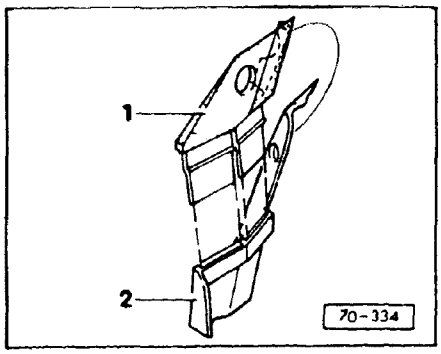

Fig. 3 Connecting piece, front
▶ Fig 3 **Retaining hooks, location**